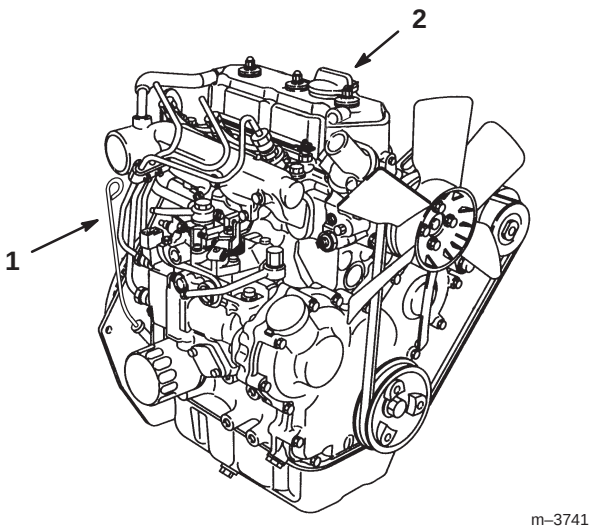

Bild 6
3. Reinigen Sie den Bereich um den Ölpeilstab herum (Bild 6), damit kein Schmutz in den Einfüllstutzen gelangen und so den Motor beschädigen kann.
A. Entfernen Sie den Ölfülldeckel (Bild 6).